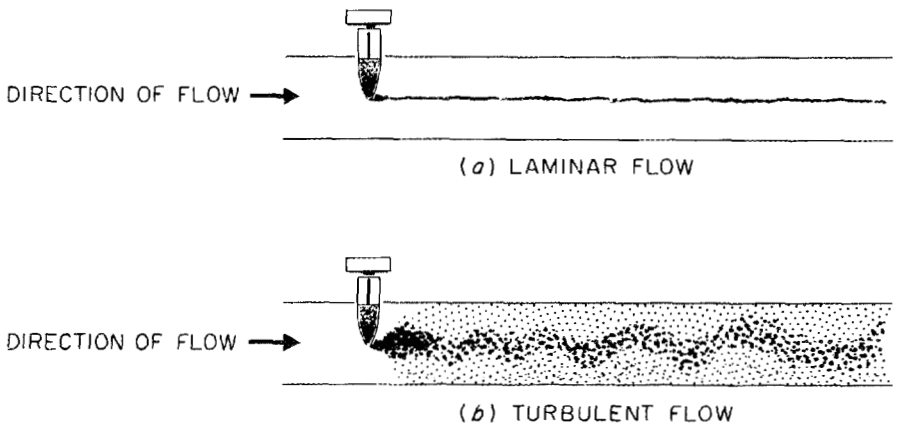

Fig. 3.5. Mixing of a Dye in Laminar and Turbulent Flow
83. Turbulent flow causes much mixing action, as shown in Fig. 3.5.